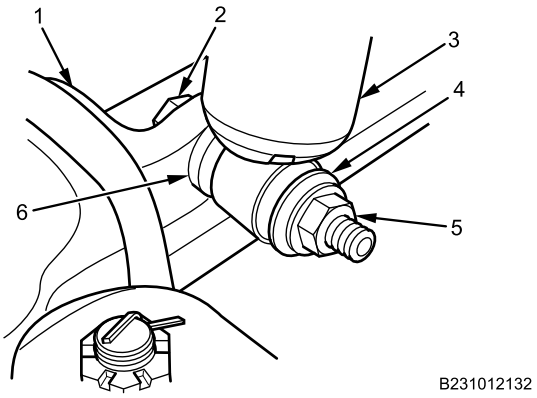

Figure 22. Left Front Shock Absorber on Lower Mount.
16. Apply corrosion preventive compound to lower bolt (Figure 22, Item 2), inner washer (Figure 22, Item 6), outer washer (Figure 22, Item 4), and lower nut (Figure 22, Item 5).
17. Install front shock absorber (Figure 22, Item 3) on U-bolt seat (Figure 22, Item 1) with bolt (Figure 22, Item 2), inner washer (Figure 22, Item 6), outer washer (Figure 22, Item 4), and nut (Figure 22, Item 5).
18. Torque nut (Figure 22, Item 5) to 135-165 lb-ft (183-224 N•m).